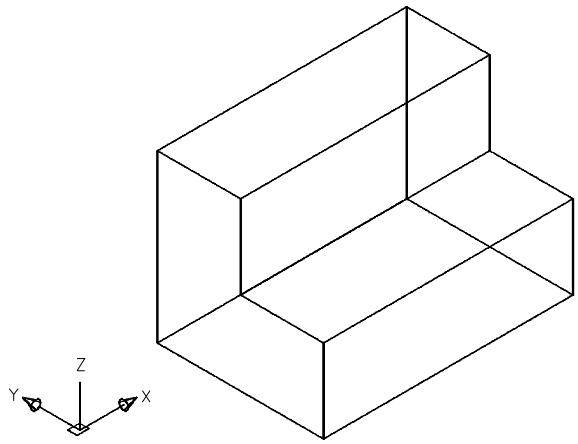

Figure 21-21 *Final 3D model for Example 1*
15. The final model should look similar to the one shown in Figure 21-21.